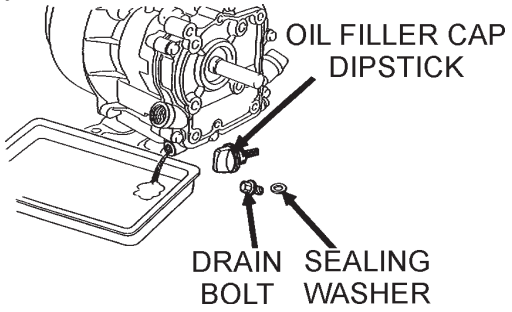

Figure 25. Engine Oil (Draining)
1. Drain the engine oil when the oil is ***warm*** as shown in Figure 25.